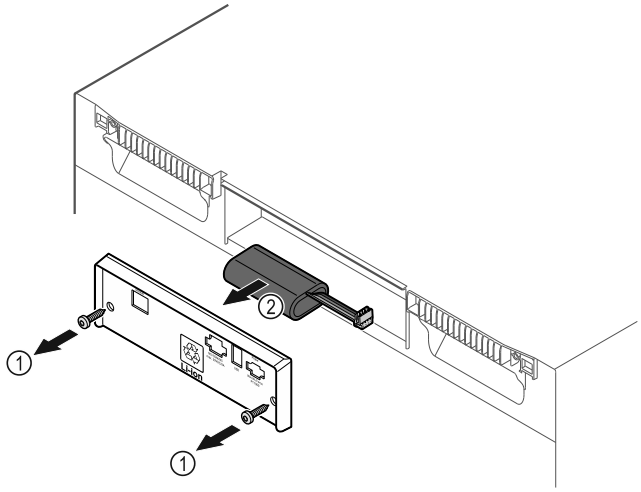

Fig. 231
▶ Deșurubați șuruburile și scoateți capacul de pe partea din spate a aparatului *Fig. 231 (1)*.
▶ Deconectați și scoateți bateria *Fig. 231 (2)*.